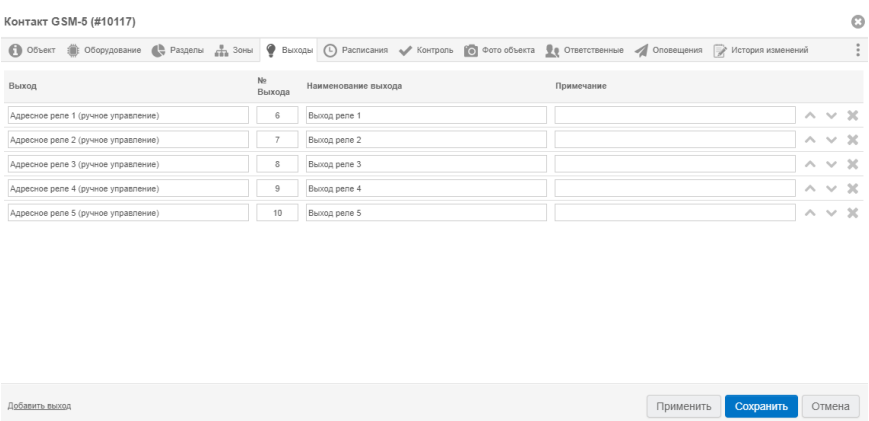

Рисунок 7. Добавлены 5 выходов реле
- При необходимости добавьте все 5 выходов реле (рис. 7);